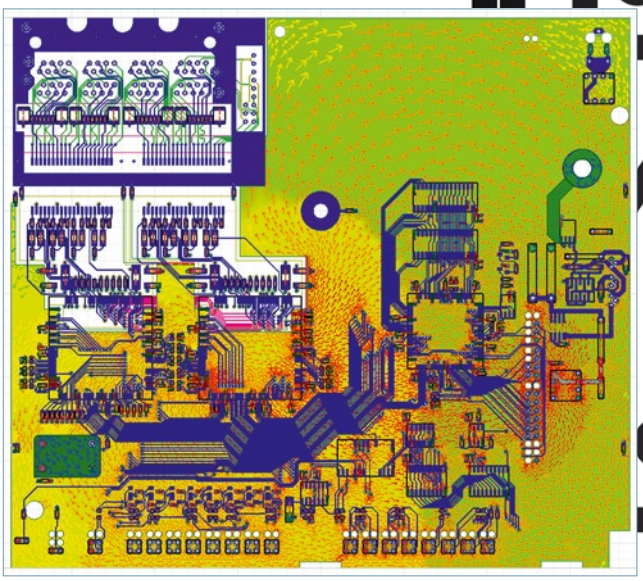

Bild 1: DC Strom- und Spannungsverteilung zur Versorgung eines IC.
Oft werden VCC und GND wegen der Durchführung von Signalleitungen mit Hilfe von Durchkontaktierungen (Vias: Vertical interconnect access) unterbrochen oder Bereiche der Schaltung getrennt, um die gegenseitige Beeinflussung zu reduzieren. Der Einfluss solcher Verengungen von Strompfaden auf den Spannungsabfall, der von der Spannungsquelle (VRM – Voltage Regulator Module) zum Verbraucher (IC) auf der Leiterplatte auftritt, kann mittels des DC-Lösers in der Simulationssoftware ANSYS SIwave berechnet werden. Dies erlaubt eine elektrische Beurteilung des Power Delivery Systems. Anhand der Stromverteilung lassen sich auf diese Weise Hotspots (hohe Stromdichten) identifizieren und im Nachgang verbessern (Bild 1).